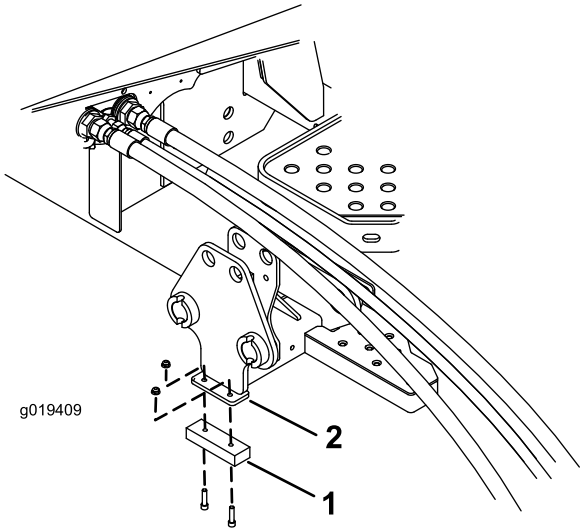

Figure 5
3. Fixez un amortisseur sur la face inférieure du support avec (2) vis 1/4 pouce et écrous (Figure 5).